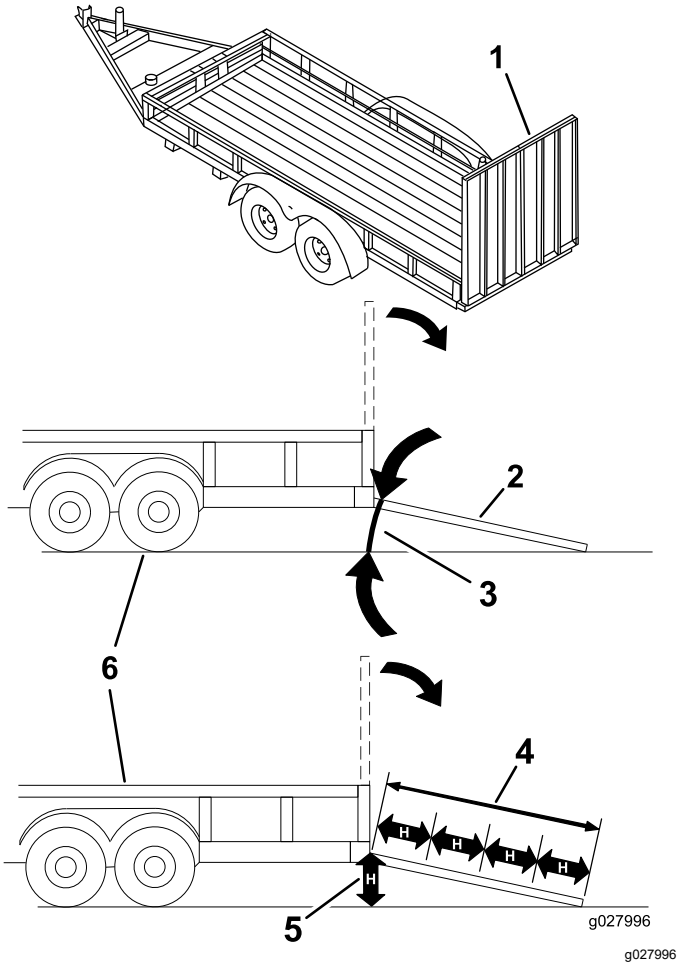

**Figuur 34**
**Als een machine wordt geladen op een aanhanger of een vrachtwagen, wordt de kans vergroot dat de machine kantelt. Dit kan ernstig lichamelijk letsel of de dood veroorzaken (Figuur 34).**
3. Laat de oprijplaat zakken; zorg dat de hellingshoek van de oprijplaat ten opzichte van de grond niet groter is dan 15 graden (Figuur 34).
1. Laat de oprijplaat zakken; zorg dat de hellingshoek van de oprijplaat ten opzichte van de grond niet groter is dan 15 graden (Figuur 34).